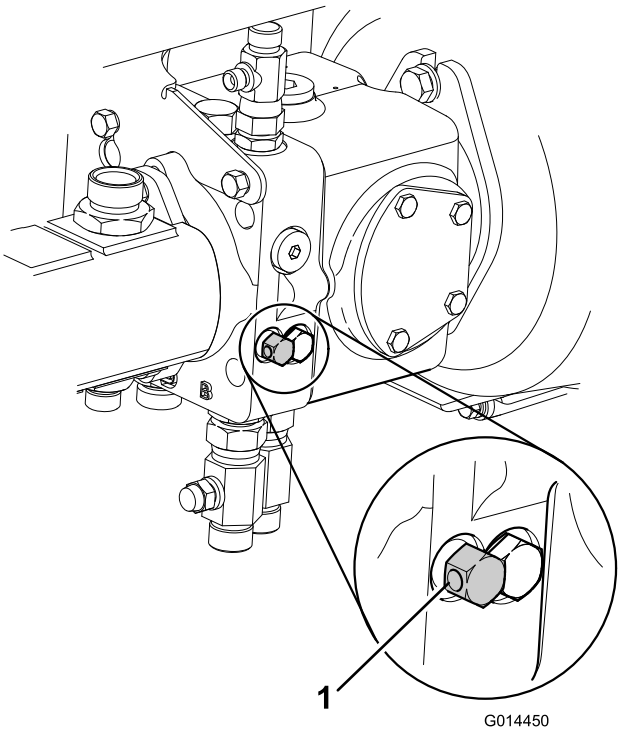

Rysunek 43
7. Odłącz hydrauliczny hamulec roboczy, przekręcając zawór obejściowy znajdujący się pod pompą przeniesienia napędu o maksymalnie trzy obroty w lewo (Rysunek 43).